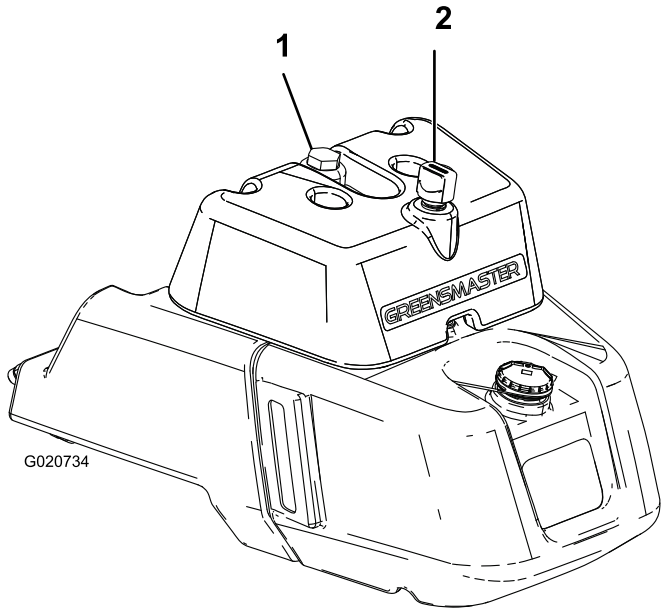

Figuur 23
2. Verwijder de dop van het reservoir (Figuur 23).